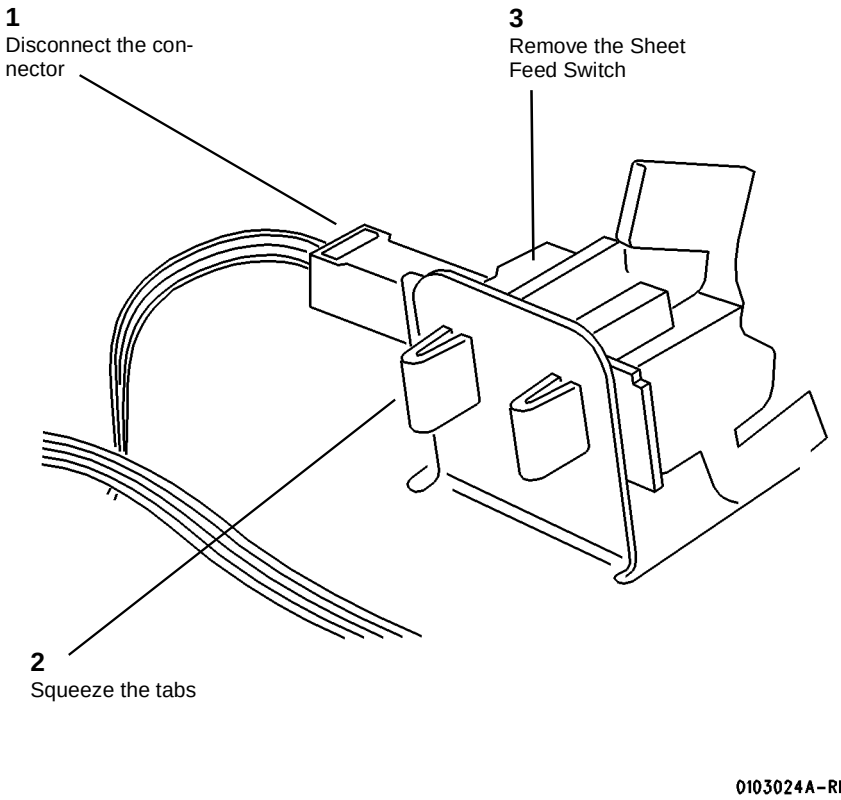

**Figure 1 Removing the Sheet Feed Switch**
7. (Figure 1): Remove the Sheet Feed Switch.